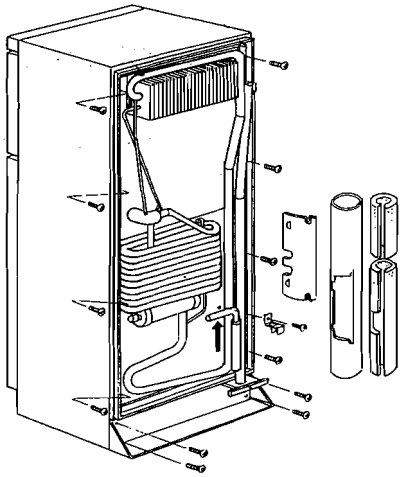

Fig. 31
c) Remove the 8 screws that are fastening the unit, and draw out the unit horizontally backward. (See Fig. 31)